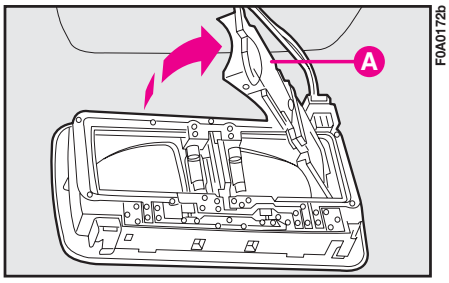

fig. 38
**2)** Open the bulb container **A-fig. 38**.